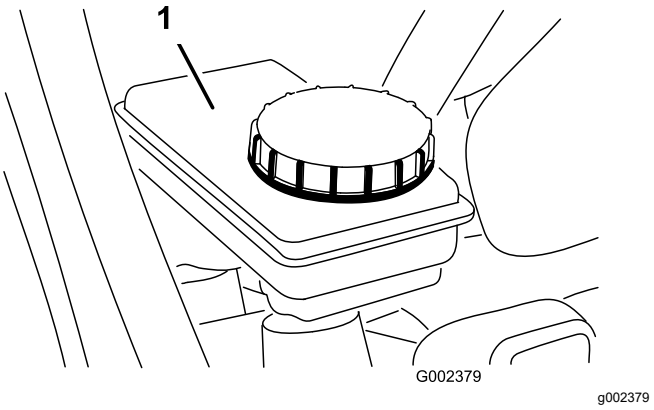

**Bild 55**
5. Der Flüssigkeitsstand sollte bis zur Voll-Markierung am Behälter reichen (Bild 55).
6. Wenn der Flüssigkeitsstand niedrig ist, reinigen Sie den Bereich um den Deckel, nehmen Sie den Behälterdeckel ab und füllen Sie den Behälter mit der angegebenen Bremsflüssigkeit auf den richtigen Stand auf (Bild 55).